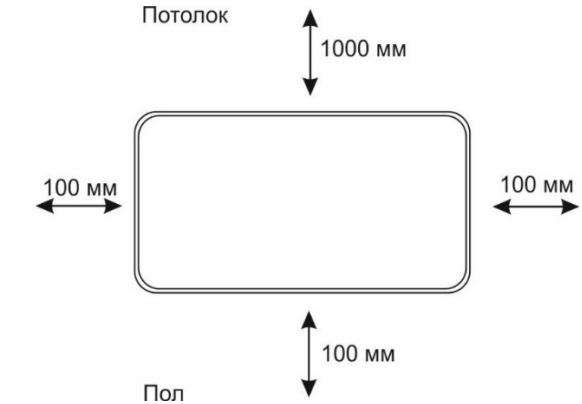

Рис. 3. Минимальное расстояние до посторонних предметов при настенной установке
1. Определите место установки прибора с соблюдением минимальных расстояний до посторонних предметов, потолка и пола. (Рис.3).